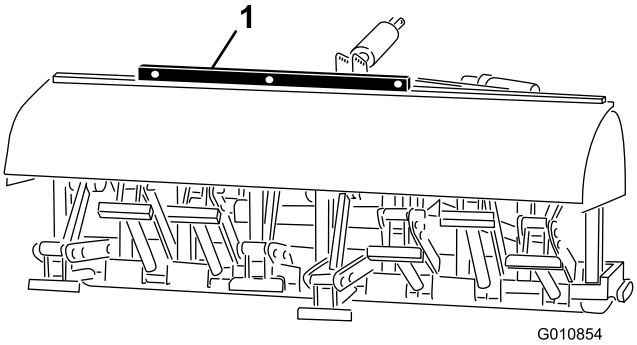

**Figur 25**
2. Plasser et vaterpass øverst på luftemaskinrammen, for å kontrollere om den står riktig på tvers (Figur 25).